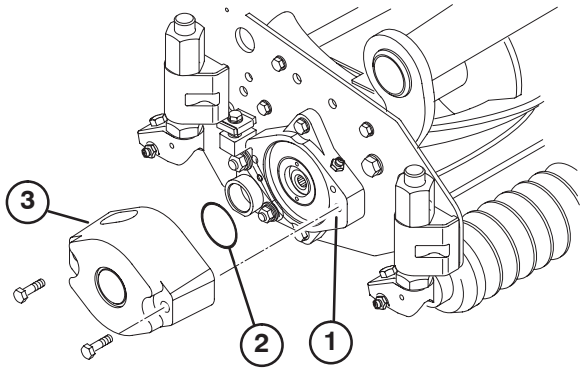

Bild 3
3. Schmieren Sie einen großen O-Ring ein und setzen Sie ihn in die Lagergehäusekerbe an jedem Ende des Mähwerks ein (Bild 3 & 6).
4. Bauen Sie das Gegengewicht mit den mitgelieferten Kopfschrauben am richtigen Ende jedes Mähwerks an (Bild 3).